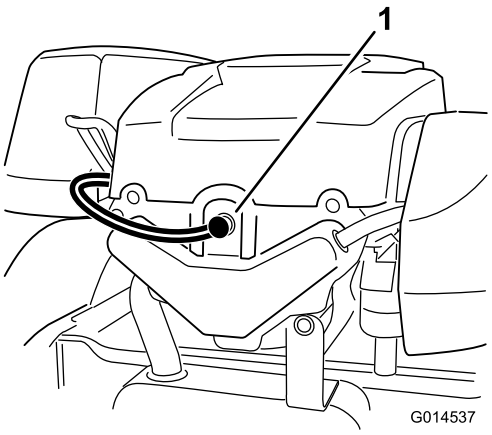

Figure 36
2. Pull the wire off of the spark plug (Figure 36). Clean around the spark plug to prevent dirt from falling into the engine and potentially causing damage.
3. Push the wire onto the spark plug (Figure 36).